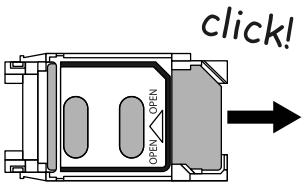

Fig. 56
4. Slide the SIM holder back to the right until it 'clicks', see **Fig.56**.